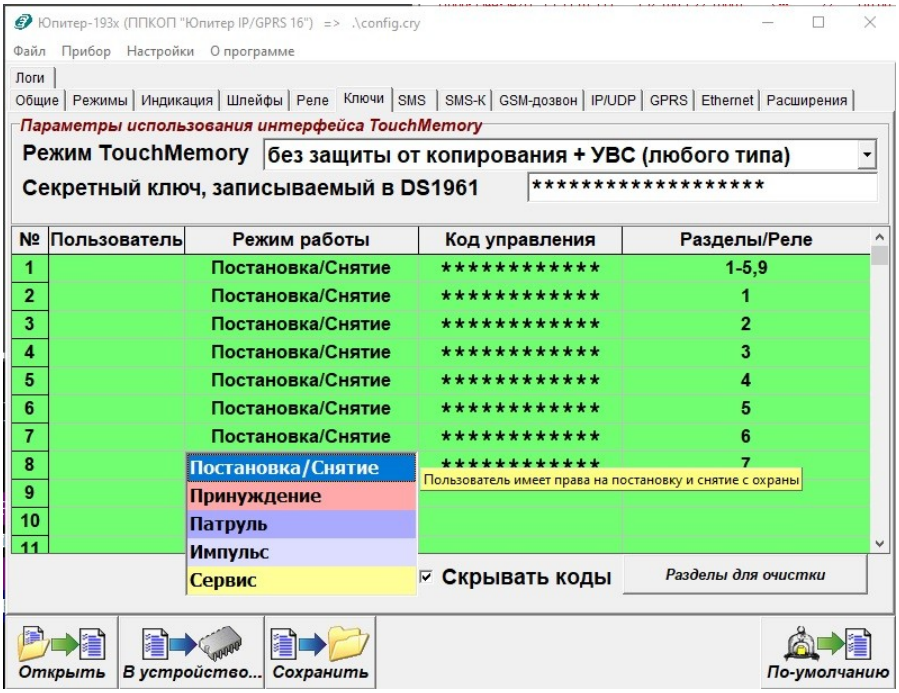

Рисунок 6.1. Выбор режима работы кода в программе Конфигуратора
- в программе Конфигуратора режим выбирается из списка (рисунок 6.1);